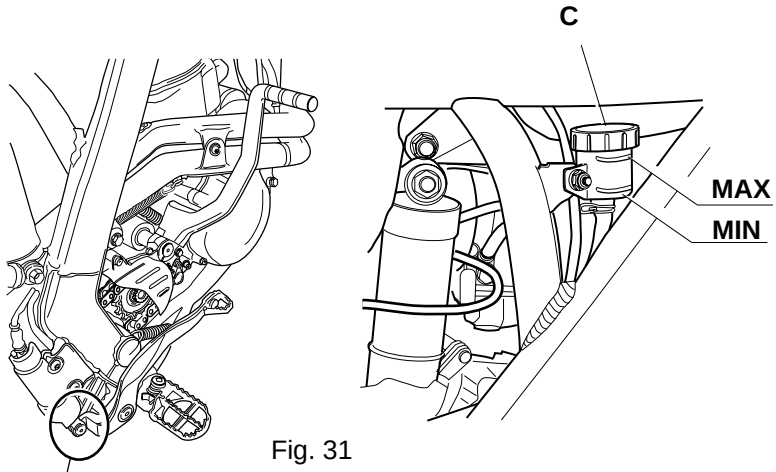

Fig. 31
1. Controllare che il livello dell'olio si trovi sempre tra il segno di minimo e massimo del serbatoio "C" (Fig.31) del freno posteriore. Rabboccare se necessario (olio Dot 4 o 5).
1. Check that the fluid level is always between the MIN and MAX marks on the reservoir "A" (Fig.31) for the rear brake. Top up as necessary (DOT 4 or 5 oil).
1. Der Bremsflüssigkeitsstand muss immer zwischen der MIN- und MAX-Marke am Bremsflüssigkeitsbehälter "A" (Abb. 31) liegen, andernfalls sofort Bremsflüssigkeit (DOT 4 oder 5) nachfüllen.
1. Vérifier que le niveau de l'huile soit toujours compris entre les repères MIN et MAX dans le réservoir "A" (Fig.31) du frein arrière. Faire l'appoint, si besoin en est (huile Dot 4 ou 5).